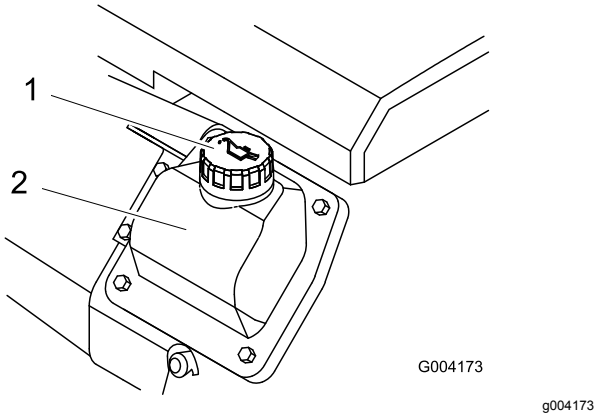

Figuur 36
8. Als het oliepeil te laag is, reinigt u de omgeving van de vulbuisdop en verwijdert u de dop (Figuur 36).
6. Verwijder de vuldop (Figuur 36) en giet langzaam ongeveer 80% van de gespecificeerde hoeveelheid olie in het klepdeksel.
9. Verwijder de vuldop (Figuur 36) en giet langzaam ongeveer 80% van de gespecificeerde hoeveelheid olie in het klepdeksel.